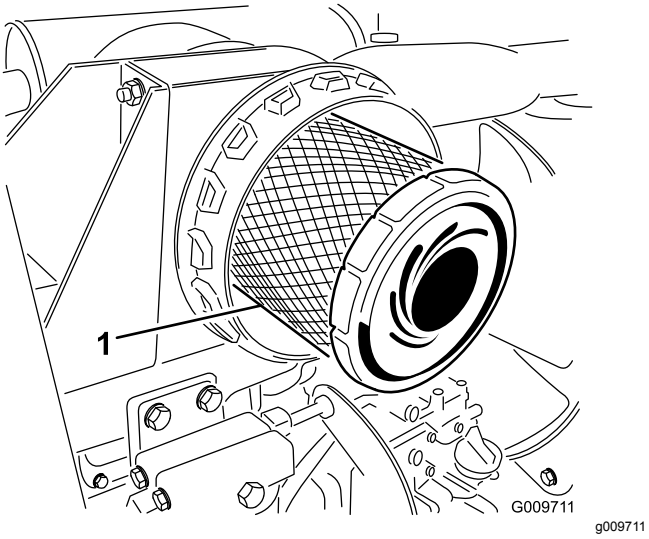

Figura 56
4. Retire y cambie el filtro primario (Figura 56).